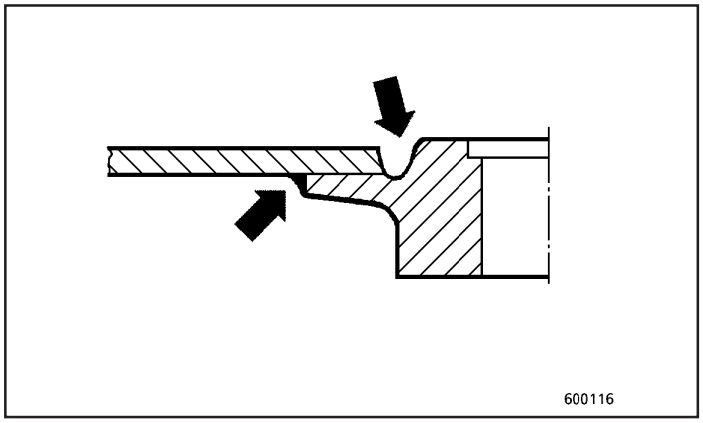

Fig.9
- Abertura cuidadosa da trinca (Fig. 9).